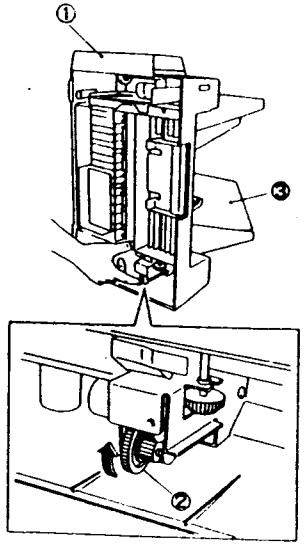

Рис. 7 NZM-0252
11. (Рис. 7) Снимите узел ячеек с сортера.